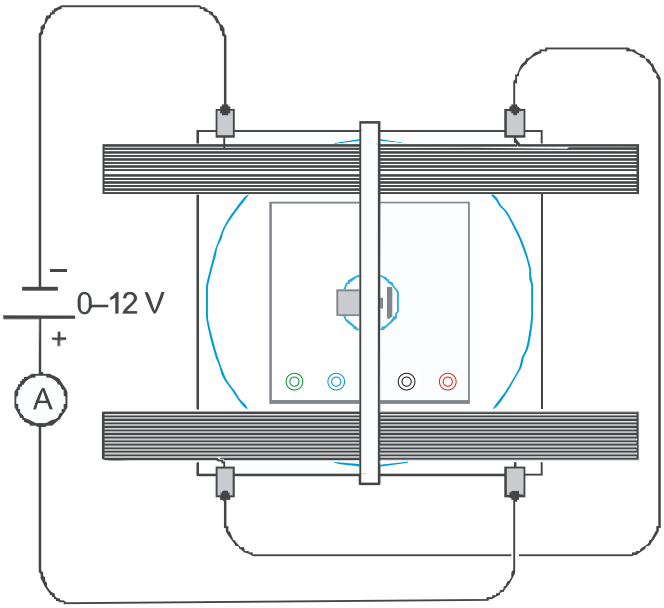

Fig. 2  Beschaltung der Helmholtz-Spulen
- Spulen gemäß Fig. 2 in Reihe an das DC-Netzgerät 20 V anschließen, so dass beide Spulen gleichsinnig vom Strom durchflossen werden.